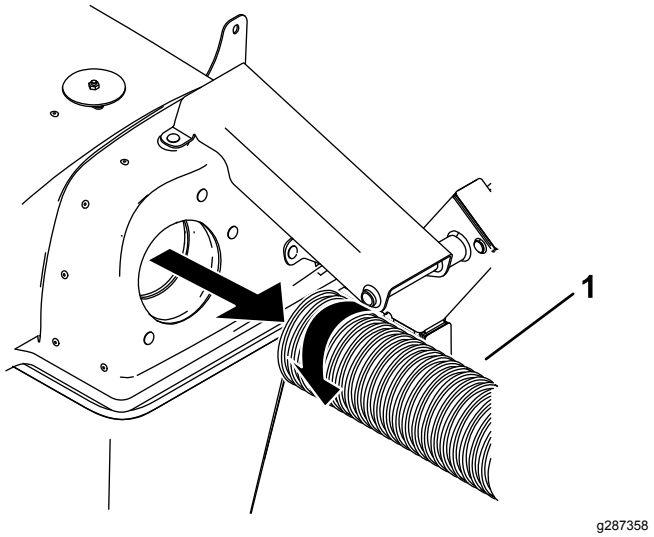

Figura 2
2. Retire la manguera de la tapa (Figura 2).